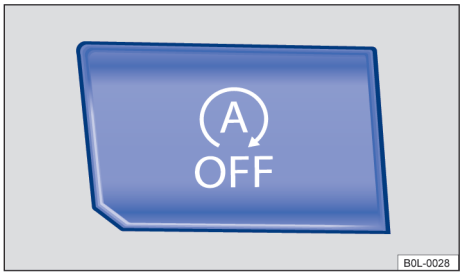

图 83 中控台上部：发动机自动启停系统的按钮
– 按下中控台上的按钮 → 图 83，手动关闭该系统。发动机自动启停系统处于关闭状态时，该按钮中的指示灯点亮。
– 再次按下中控台上的按钮 → 图 83，重新激活该系统。